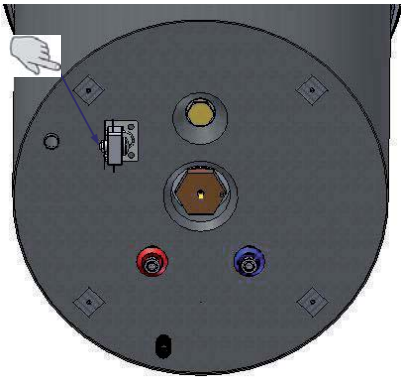

Fig. 2 – Rétablissement thermostat de sécurité
- Enlever le panneau métallique inférieur en agissant sur les vis de fermeture (1);
- Rétablir manuellement le thermostat de sécurité qui est intervenu (Fig. 2);